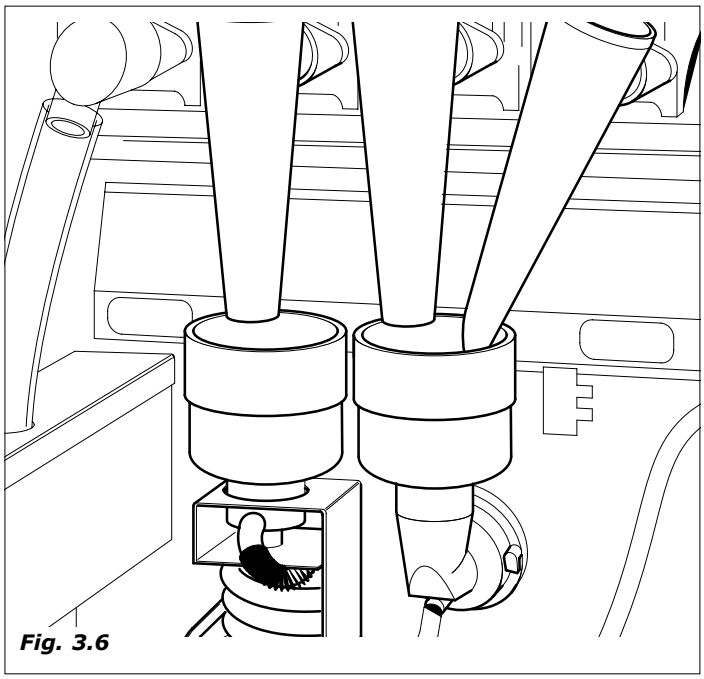

Fig. 3.6
- ativa-se, se presente, o motomisturador *(Fig.3.6)*